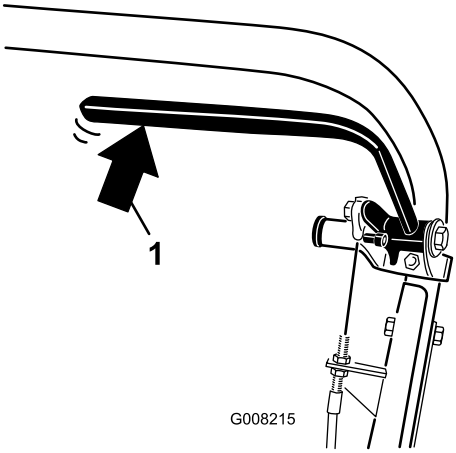

Figur 31
2. Tryck baktill på driftsbromsspaken med en fjädervåg (Figur 31). Parkeringsbromsen ska frigöras när en kraft på 13,5 till 18 kg har uppnåtts. Om parkeringsbromsen frigörs innan en kraft på 13,5 till 18 kg har uppnåtts måste bromskabeln justeras. Gå vidare till steg 3.